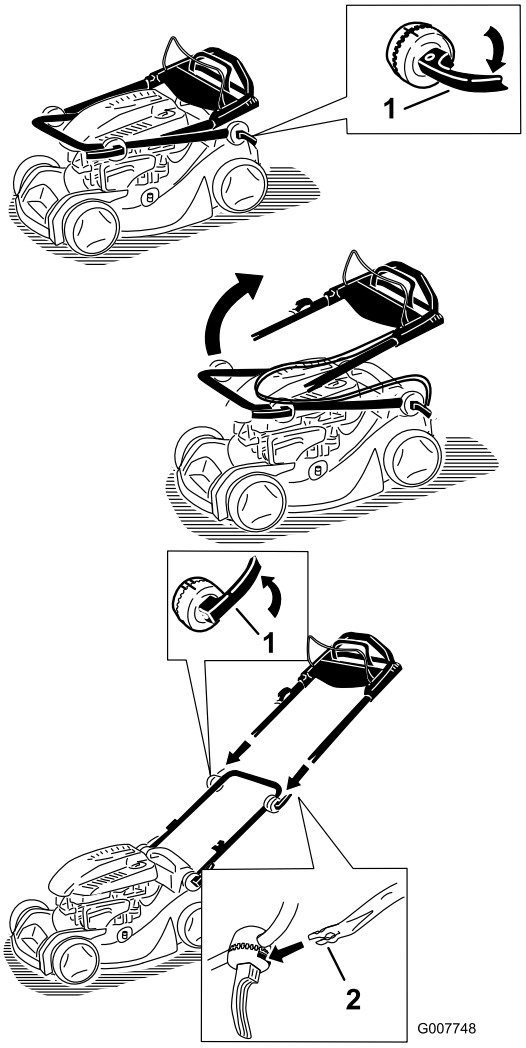

Bild 3
1. Lösen Sie die Griffarretierungen, schieben Sie die Griffabschnitte in die Betriebsstellung, befestigen Sie den oberen Griff am unteren Griff und arretieren Sie die Griffarretierungen (Bild 3).